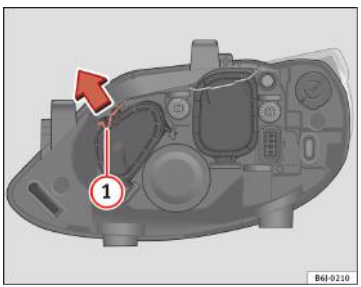

Fig. 151 Farurile fază lungă
– Deplasați clema (1) în sensul săgeții şi scoateți capacul ⇒fig. 151.